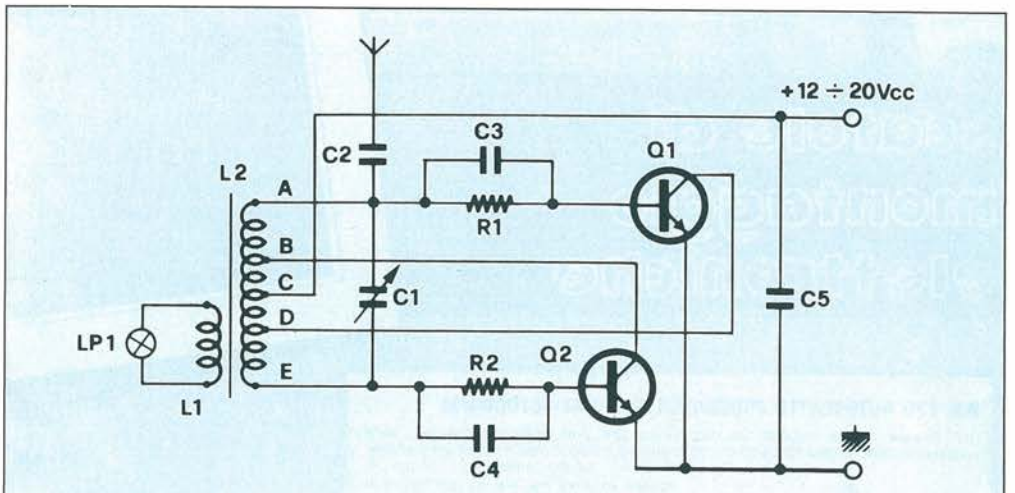

*Figura 3. Schema elettrico in un trasmettitore per Onde Medie da 10 W.*
*ecco i trasmettitori delle vostre brame. In figura 3 è rappresentato un progetto ideale per chi voglia cimentarsi per la prima volta con un trasmettitore tanto potente quanto poco critico questo circuito è in grado di erogare 10 W circa su tutta la gamma delle onde medie, a una frequenza selezionabile mediante C1. Per il prototipo si sono impiegati dei 3055 plastici, ma nulla vieta di impiegarne la tradizionale versione metallica. Le emissioni del trasmettitore potranno essere ricevute da una normale radiolina OM, ma il corretto funzionamento verrà comunque segnalato dall'illuminarsi dei Lp1 per effetto dell'energia RF indotta da L2 su L1.*